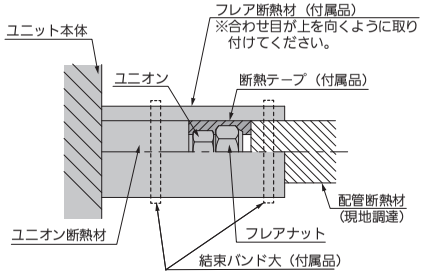

図21
- 図21に従って液管・ガス管とも、断熱してください。フレアナット部に断熱テープ(付属品)を巻き付け、さらに配管接続部にはフレア断熱材(付属品)を取り付け、結束バンド大(付属品)で締め付けてください。